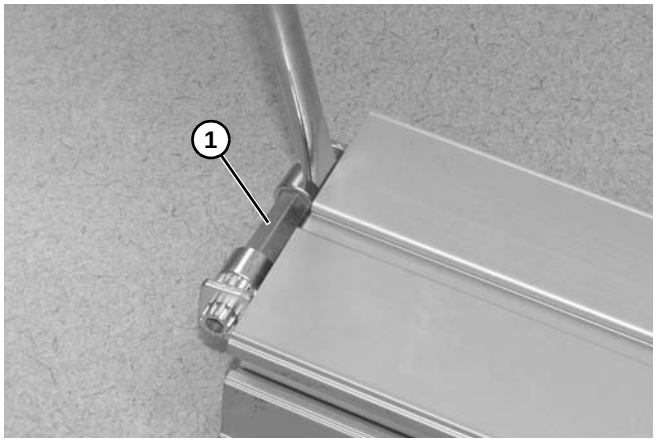

Figure 98
3. Extraire le pignon **(Figure 98, élément 1)** du châssis du convoyeur en allant d'un côté à l'autre.